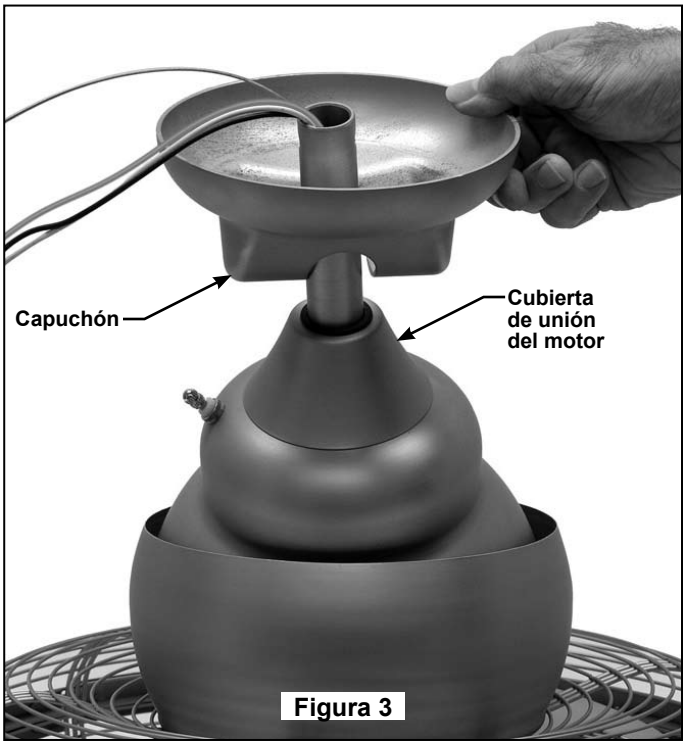

Figura 3
5. Deslice la cubierta de unión del motor hacia abajo hasta que toque la parte superior del motor y ensamble el capuchón como se muestra. (Figura 3)